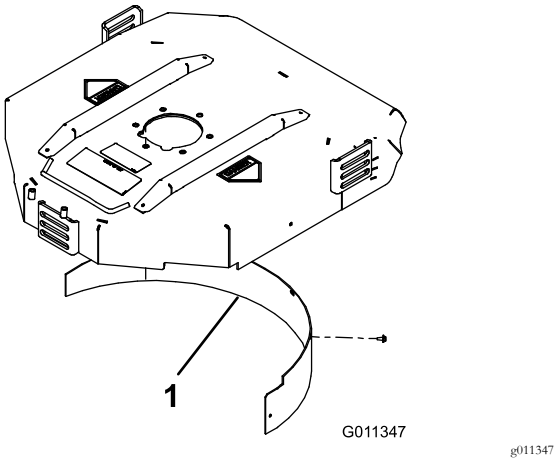

Figur 8
2. Montera samlarskärmen i den bakre öppningen och fäst den med fem huvudskruvar med fläns (Figur 8).